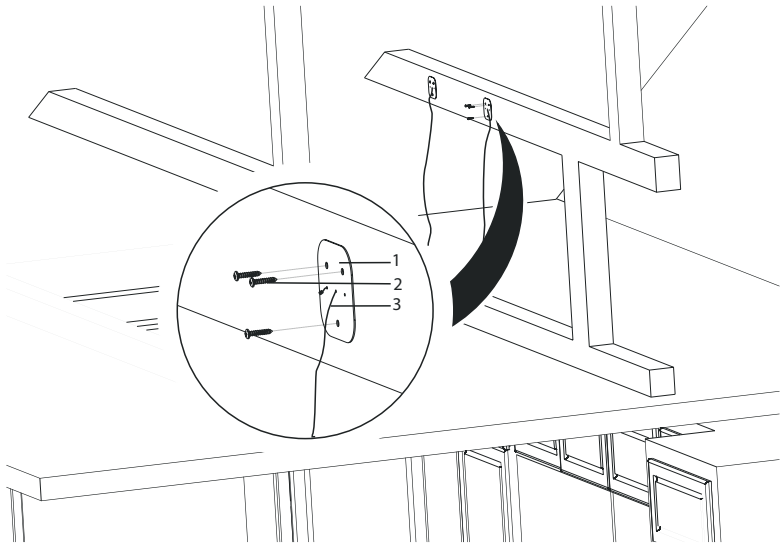

Fig. 9
3. Montér nu de 4 ophængningsplader, som stålwirerne sidder fast i, på et spær eller en lægte på loftet. Ophængningspladerne må vende på alle led (bemærk spærret eller lægten skal kunne bære emhætten under montering. Ophængningspladerne skal hver fastgøres med 3x 3,9x22 skruer (Fig. 9).